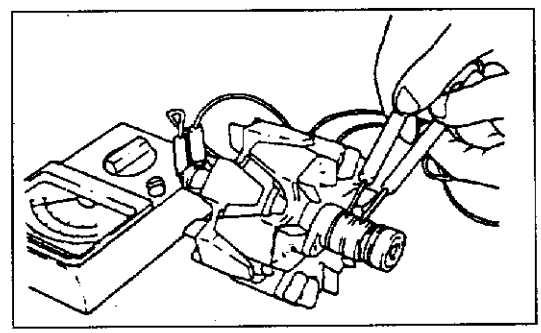

图 2－8－4
②检查转子线圈是否接地。检查滑环与铁心间是否不导通，如图 2－8－5 所示，如果导通，应更换转子总成。